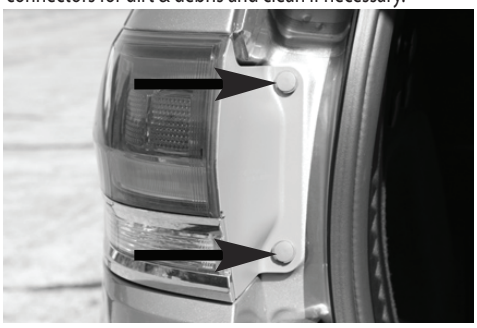

Figure 1
2. Open the rear tailgate and using a flat screwdriver remove the plastic caps that cover clips that hold both taillight assemblies to vehicle shown in **Figure 1**. Gently pull taillight away from the vehicle and locate vehicle's factory wiring harness connectors. They will be similar to those on RV harness. Separate connectors from both sides and set aside. Inspect connectors for dirt & debris and clean if necessary.